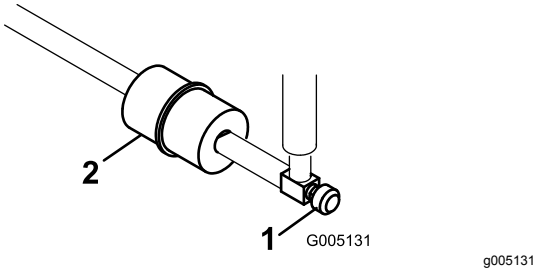

Figur 44
Det indbyggede brændstoffilter befinder sig i brændstofledningen mellem brændstoftanken og karburatoren (Figur 44).
1. Luk brændstofafbryderventilen (Figur 44).
2. Placer en dræningsbakke under filteret, løsn slangeklemmen på karburatorsiden af filteret, og fjern brændstofledningen fra filteret (Figur 44).
3. Løsn den anden slangeklemme, og fjern filteret (Figur 44).